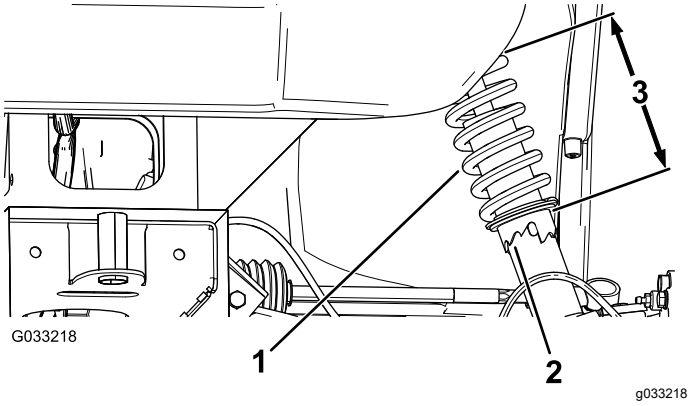

Figura 42
2. Si la caída de la rueda no está alineada, utilice la llave de tuercas para girar el collarín en el amortiguador y alinear la rueda (Figura 42).